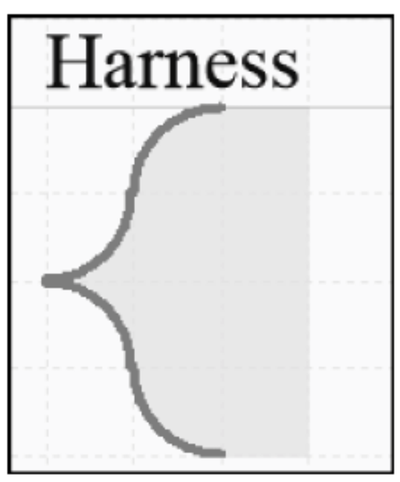

图 1-63　放置线束连接器
(1) 放置线束连接器。在原理图编辑界面中,执行菜单栏中“放置”→“线束”→“线束连接器”命令,或按快捷键 P+H+C,或者单击工具栏中的“放置线束连接器”图标,即可放置线束连接器,如图 1-63 所示。在放置线束连接器的状态下,按空格键可将其旋转方向,使之方便连接。放置完成后,单击线束连接器,可对其大小进行拉伸,以便放置后期的线束入口。